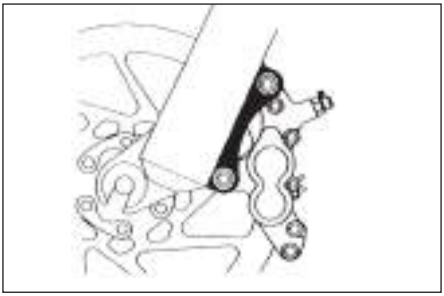
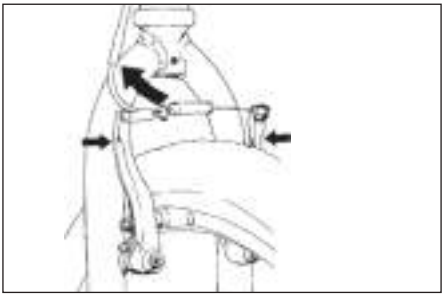

Рис. 11
Рис. 12
1. Если велосипед оборудован тормозом типа V-Brake, перед снятием колеса расстегните дужку тормоза, чтобы увеличить зазор между покрышкой и тормозными колодками (см. раздел 4C, рис. 11—15).
2. Если на велосипеде установлены тормоза типа V-Brake, рассоедините рычаги тормозного механизма, отсоединив трос тормоза (раздел 4C, рис. 11—15).
3. Некоторые велосипедные тормоза, например дисковые (рис. 11) или прямой тяги (рис. 12), чрезвычайно эффективные и мощные. Пользуйтесь такими тормозами с большой осторожностью.
Большинство тормозов, сжимающих обод колеса, имеют специальный разъем, который позволяет развести тормозные колодки в стороны для снятия и установки колеса. Когда разъем разомкнут, тормоза не функционируют. Попросите продавца показать Вам, как на Вашем велосипеде функционирует разъем тормозных механизмов (рис. 12, 13, 14 и 15), перед каждой поездкой на велосипеде всегда проверяйте исправность обоих тормозов.